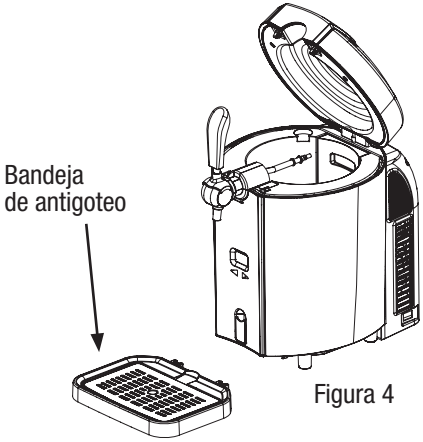

Figura 4
3. Inserte la bandeja antigoteo en la ranura prevista para ello (Figura 4).